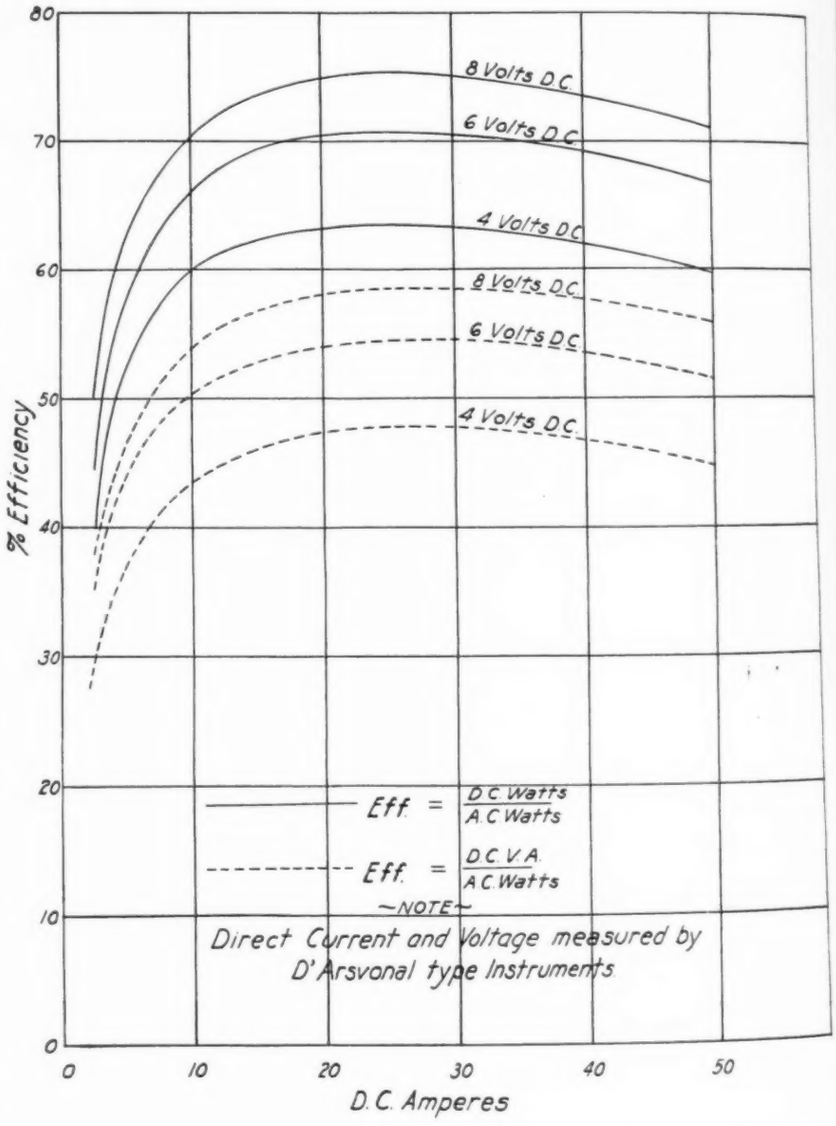

Fig. 8. The overall efficiency, including transformer of an 8-volt, 50-amp. unit
c) Increasing the efficiency and therefore the reduction of power costs (Fig. 8)